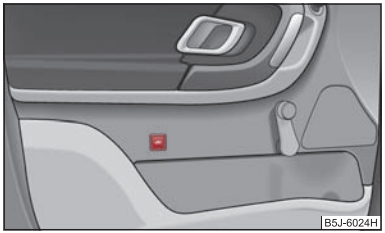

Fig. 31 Interior monitor pushbutton
- Press the button on the driver door ⇒ fig. 31.